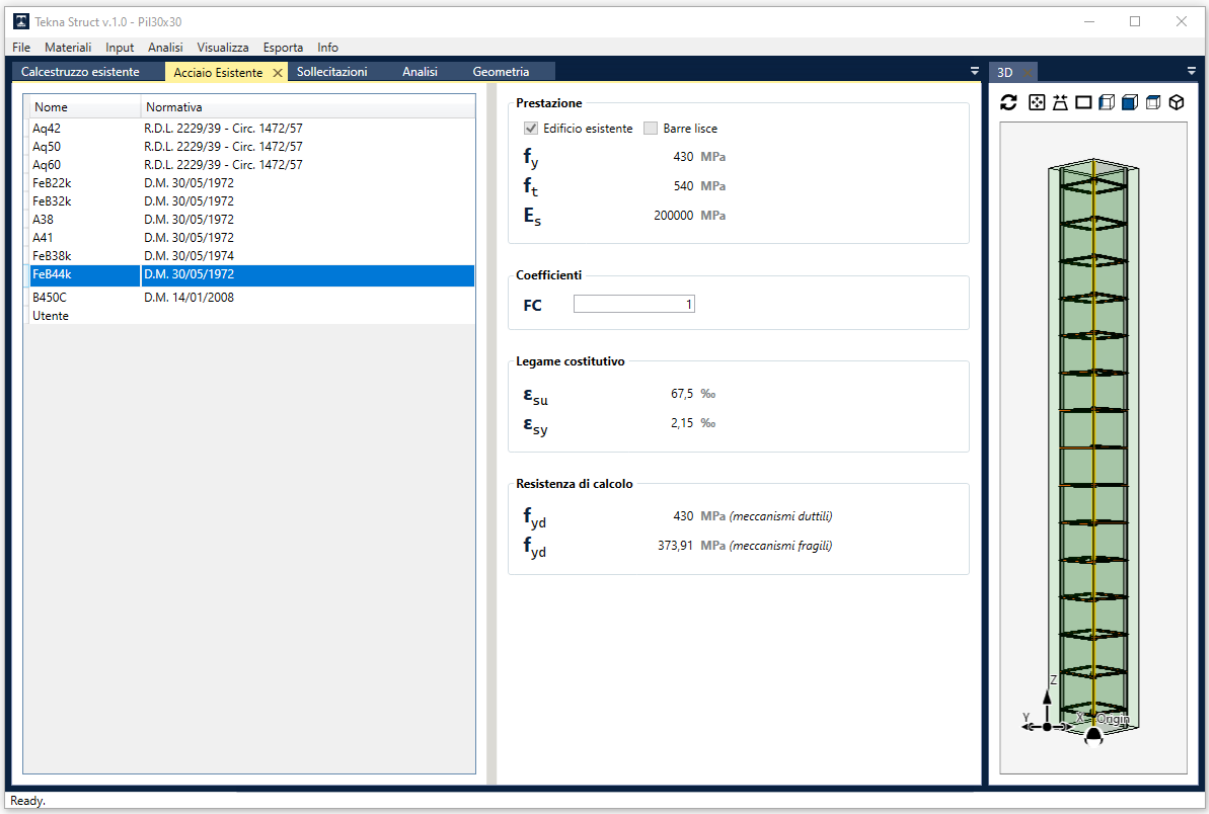
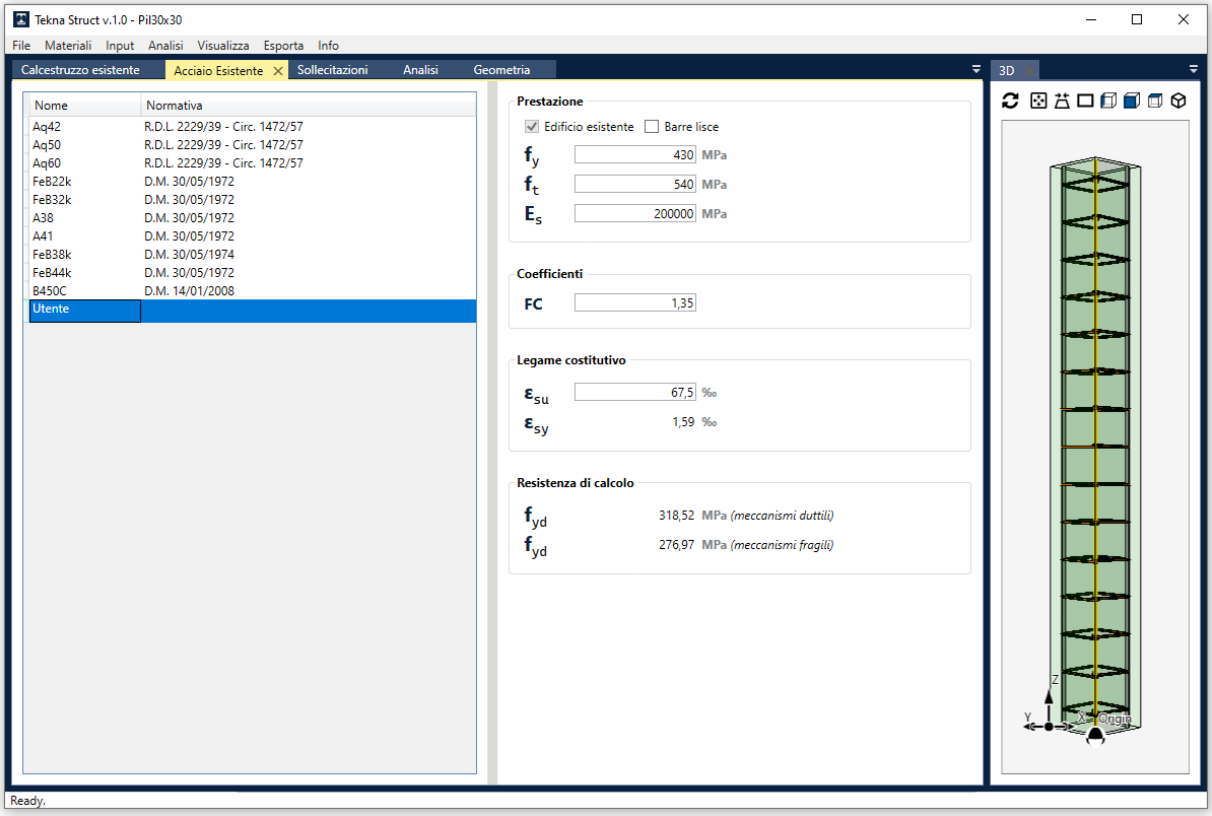

Fig. 15 – Menu Acciaio esistente
Fig. 16 – Menu Acciaio esistente: materiale Utente
- il ferro d'armatura esistente: l'utente può selezionare un materiale presente sul database (specificando il fattore di confidenza F_C, Fig. 15), oppure il materiale *Utente*, che consente di definire anche la tipologia di barra (barre lisce oppure ad aderenza migliorata), il valore delle resistenze f_y e f_t (dedotte dalle prove eseguite in situ), il modulo di Young E_s e la deformazione ultima ε_{su} (Fig. 16);